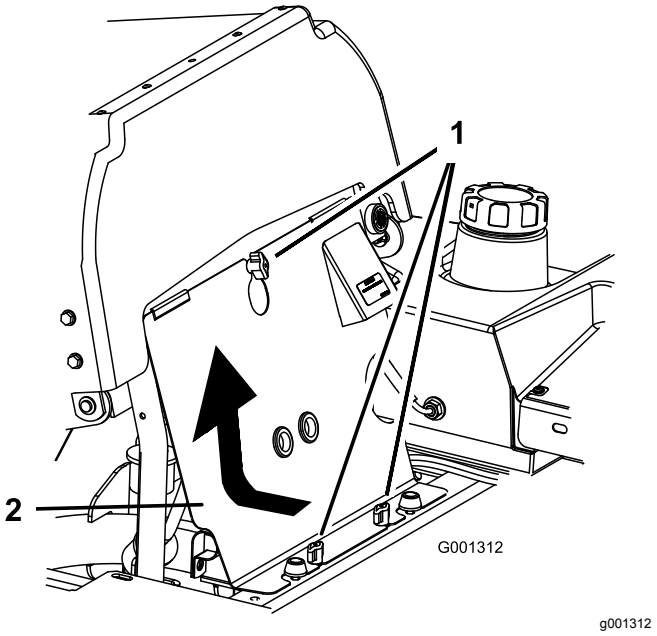

Figur 63
1. Vipp setet fremover og ta bort det fremre motorpanelet (Figur 63).